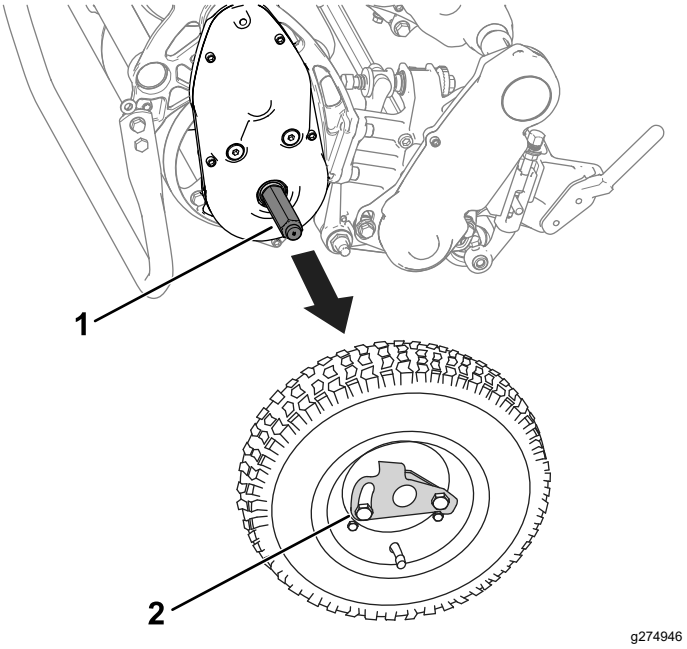

**Figuur 20**
3. Verwijder de transportwielen door de sluitklemmen van het wiel uit de assen te duwen (Figuur 20).